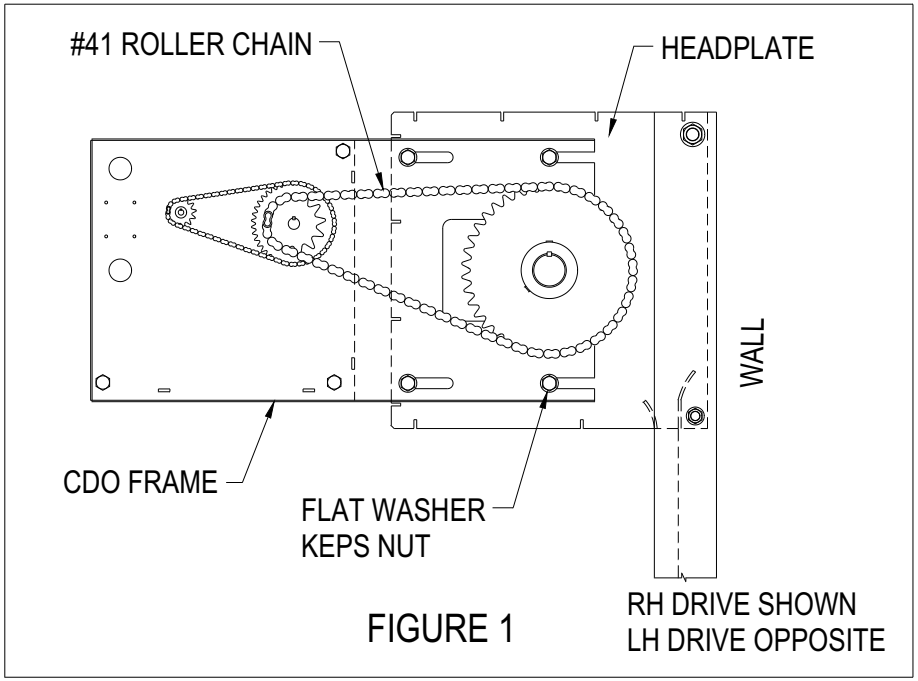

FIGURE 1
4. SLIDE THE OPEN ENDED SLOTS OF THE CDO FRAME UNDER THE FLAT WASHERS OF STEP 2 AND THEN THE REAR SLOTS OVER THE REMAINING CARRIAGE BOLTS. PUT FLAT WASHERS AND 3/8"-16 KEPS NUTS ON THE REMAINING CARRIAGE BOLTS. DO NOT FULLY TIGHTEN THE 4 NUTS. SEE FIGURE 1. SLIDE OPERATOR TOWARD THE WALL AS FAR AS SLOTS ALLOW.